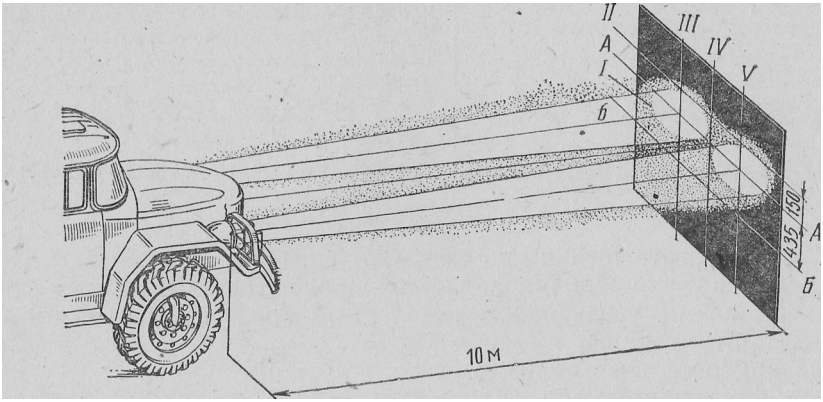

Рис. 97. Разметка экрана для регулировки направления световых пучков фар:
1. Провести на экране вертикальную линию *IV,* совпадающую с осевой линией автомобиля (рис. 97).